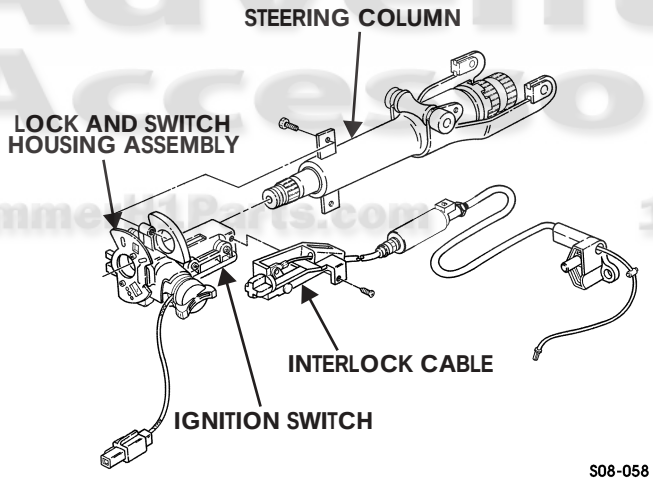

Figure 8-11: Lock and Switch Housing Assembly
4. Remove screw and interlock cable from ignition switch (Figure 8-11).
1. Apply thread-locking compound to capscrew threads and install lock and switch housing assembly on steering column with two capscrews (Figure 8-11).
2. Remove two screws and lock and switch housing assembly from steering column (Figure 8-11).
4. Install lock and switch housing assembly on steering column with two screws (Figure 8-11).